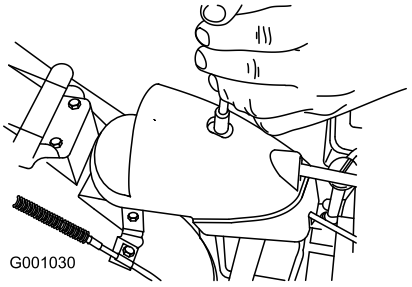

Figur 47
1. Fjern festene på girdekslet (Figur 47), løft fronten på dekslet opp og skyv det bakover så det ikke er i veien.